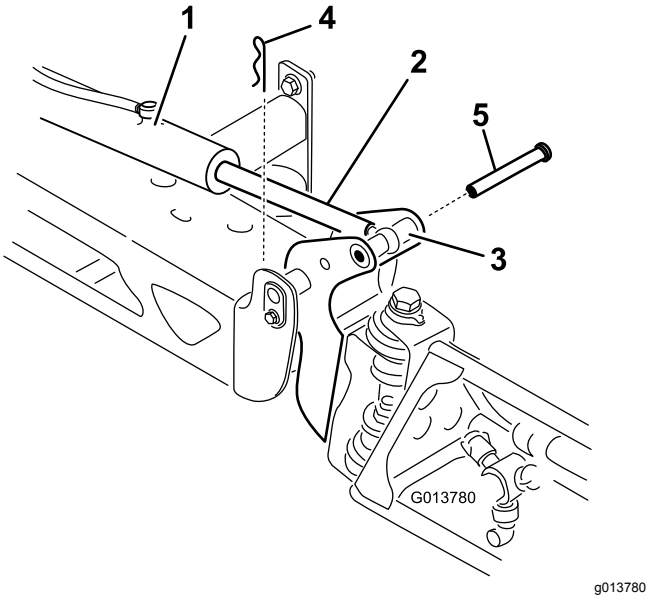

Figur 34
2. Fjern hårnålssplinten fra svingbolten (Figur 34).
3. Løft opp på bommen, fjern bolten (Figur 34) og fir bommen sakte ned på bakken.
9. Mens du holder bommen, skal du føre pinnen gjennom begge bommens dreietapper og aktuatorstangen (Figur 34).